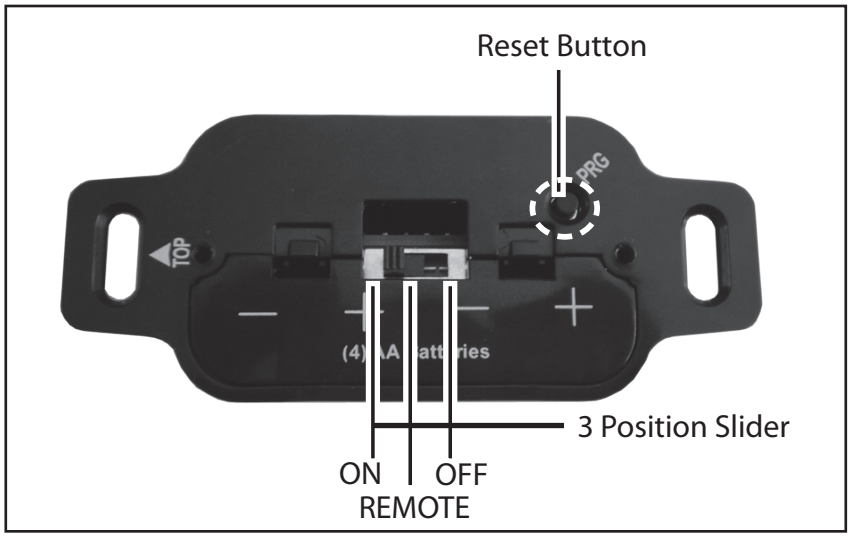

Figure 7: Battery Holder.
The Battery Holder (Figure 7) connects directly to the IFC with a wiring harness. The IFC is powered by four (4) AA type batteries. The IFC accepts commands via radio frequency from the Transmitter to operate the appliance in accordance with the particular Proflame system configuration. The Battery Holder has a three (3) position slider switch that can be set to one of three positions: ON (Manual Override), Remote (Remote control), or Off. The Battery Holder has a reset button at the front right corner that is used is to synchronize the Transmitter when using the for the first time, or after the batteries have been replaced.
Install the four (4) AA batteries into the IFC battery holder. Note the polarity of the battery and insert into the battery bay as indicated on the body of the battery holder. Press and release the reset button (see Figure 7).